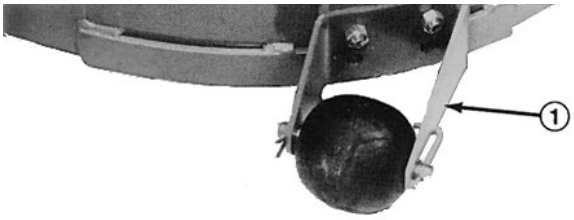

Bild 2
1. Die Muttern entfernen, mit denen die hinteren Walzen an der Außenseite des Schnittwerks abgesichert sind (Bild 2).